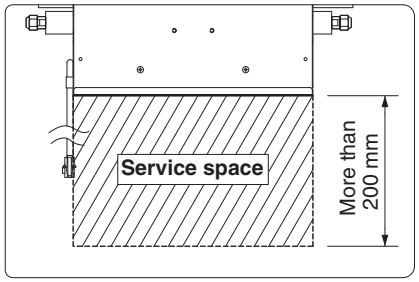

Fig. 2-345
- When installing the valve, ensure a service space of 200 mm or more (Fig. 2-345).